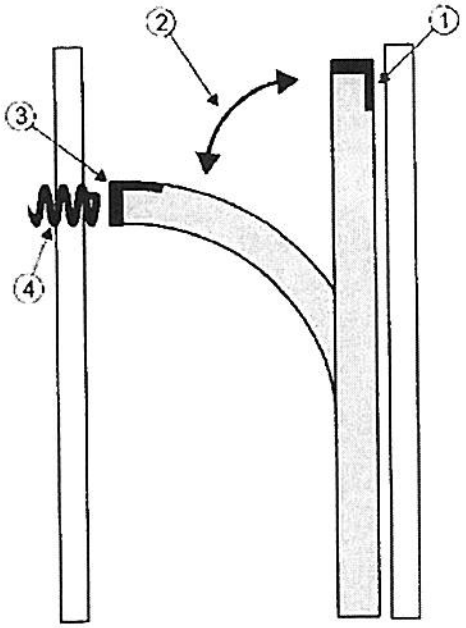

Figura 6. Dirección de la desviación de la guía Heli-FX con respecto a la marca recta
Nota: La marca con forma de "C" situada en el extremo distal de la guía Heli-FX está formada por material radiopaco que solamente se extiende alrededor de una parte de la circunferencia de la luz. Esta marca aparece como una "C" cuando está dirigida hacia el intensificador de la imagen, como una línea continua cuando está dirigida lateralmente con respecto al intensificador de la imagen y como una C invertida ("Ɔ") cuando está dirigida en sentido contrario al del intensificador de la imagen. La marca con forma de "C" ayuda a orientar correctamente la guía Heli-FX en relación con la prótesis y con la aorta en el lugar de implantación correcto del implante EndoAnchor. En el extremo distal de la guía Heli-FX hay una marca radiopaca recta situada en el lado opuesto a la dirección de desviación. Esta marca recta indica la orientación de giro correcta de la guía Heli-FX antes de la desviación. En la proyección lateral, coloque la marca radiopaca recta en el lado opuesto de la superficie de despliegue prevista. Al girar el mando deflector, la punta de la guía Heli-FX se desviará en el sentido opuesto con respecto a la marca recta. Se recomienda implantar el implante EndoAnchor mientras se visualiza la guía Heli-FX lateralmente al intensificador de la imagen (la marca con forma de "C" debería aparecer como una línea continua paralela a la prótesis y a la pared aórtica tal como se muestra en la Figura 6).
2. Sitúe la guía en el lugar deseado para la colocación del implante EndoAnchor (consulte la Figura 6).